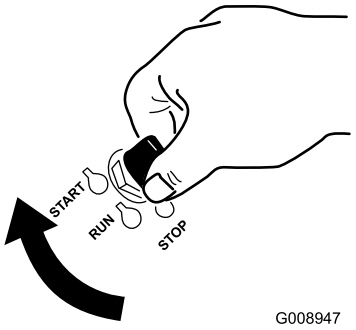

Figura 17
1. Gire la llave de contacto a la posición de Arranque (Figura 17). Cuando el motor arranque, suelte la llave.
6. Gire la llave de contacto a la posición de Arranque (Figura 17). Cuando el motor arranque, suelte la llave.